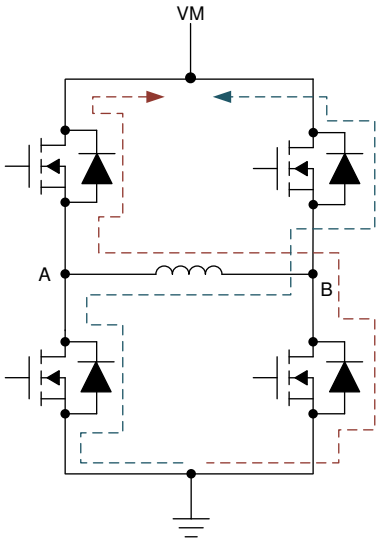

図 7-6. コースト動作 (高速減衰)
この動作モードでは、フル ブリッジのすべての FET がハイ インピーダンス (Hi-Z) 状態になり、モーターも Hi-Z 状態になって、コーストが開始されます。この動作モードは、モーター電流をより速く減衰させる効果もあるため、高速減衰モードとも呼ばれます。図 7-6 に示すように、モーターが最初に順方向動作 (電流は端子 A から端子 B に流れる) で接続されていた場合、コースト動作が適用されると、モーター負荷の誘導性により、電流は同じ方向 (A から B) に流れ続け、代替の FET の逆並列ダイオードが導通し始めます。この逆並列ダイオードを介した電流の流れによって、電源電圧 (VM) によって生成される高い負電位が電流を急速に減少させます。